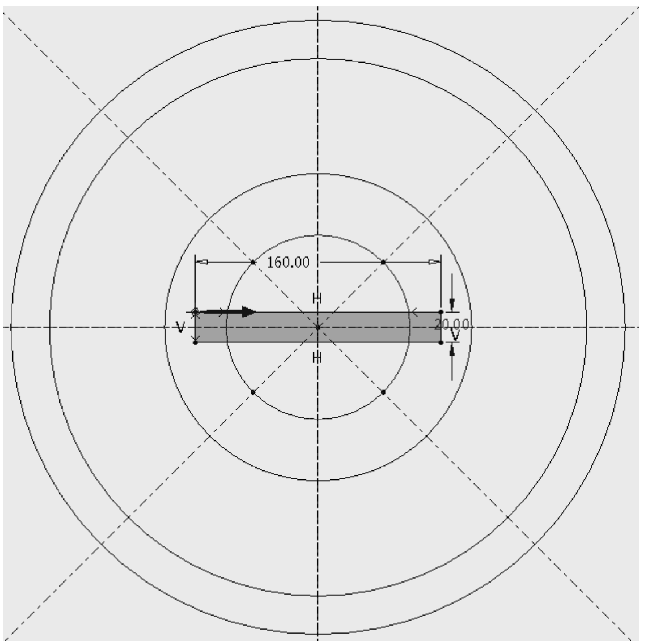

图 3-47　混合特征的第 3 个截面图形
(7) 与绘制第一个截面图形的方式和方法相同绘制同样的截面图形，作为混合特征的第二个截面图形。
(8) 单击【草绘】选项卡中的 ✔ 按钮，退出草绘状态。
(9) 在【混合】操控面板的【截面】选项卡中单击 插入 按钮，进行第 3 个截面的相关设置，以第二个截面作为参考偏移 300.00 的距离，然后单击 草绘... 按钮，进入草绘状态，开始绘制第 3 个截面图形。
(10) 绘制如图 3-47 所示的图形，作为混合特征的第 3 个截面图形。